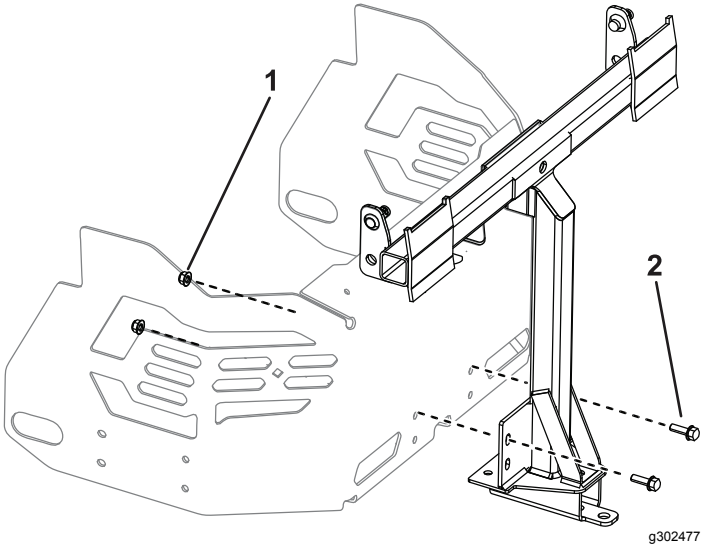

Bild 15
4. Befestigen Sie den Drehrahmen mit zwei Schrauben (5/16" x 1") und zwei Sicherungsmuttern (5/16") lose am Maschinenrahmen, wie in Bild 15 abgebildet.
6. Ziehen Sie die zwei Schrauben (5/16" x 1") und zwei Muttern (5/16") an, wie in Bild 15 abgebildet.